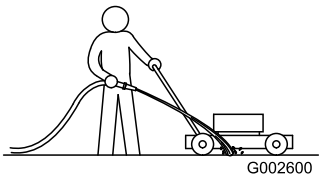

Figur 26
1. Mens motoren går og klipperen står på en flat, asfaltert, rett en vannstråle mot **høyre** bakhjul (Figur 26).